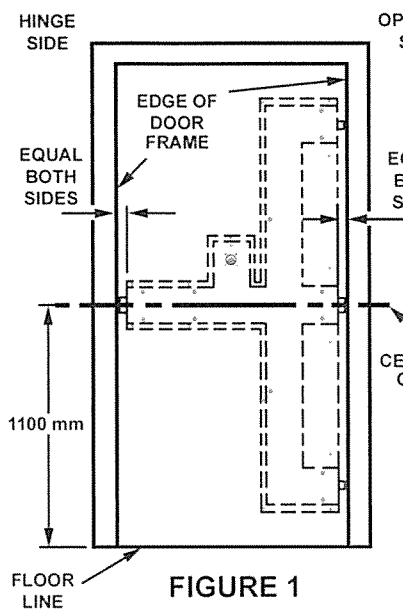

FIGURE 1
1. Mark centreline of Lock across inside of door at desired height (nominally 1000mm from floor to centreline of Handle). (Fig. 1)
3. Position Lock onto door at pre-determined height & such that the clearance between Lock Body & door jamb is equal on both sides. (Fig. 1) Fix Lock to door using only three self-tapping screws.